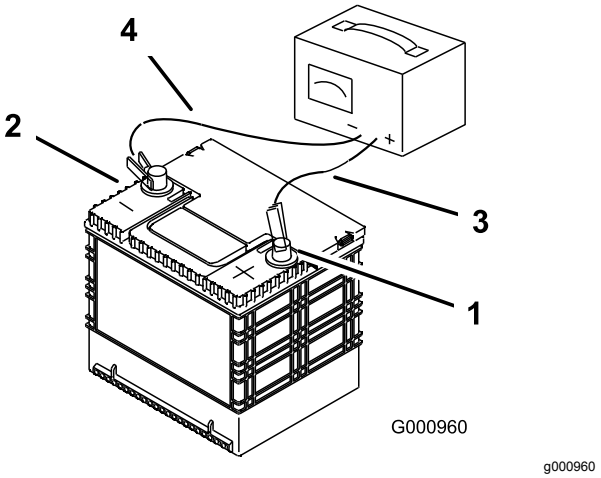

**Figur 52**
3. Når batteriet er fuldt opladet, skal du tage opladeren ud af stikkontakten og koble opladningskablerne fra batteriets poler (Figur 52).